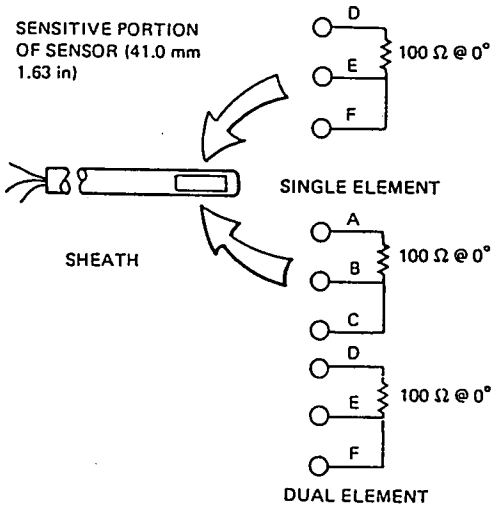

Figure 9. Single/Dual Element Wiring
1. Insert sensitive portion of sensor [89 mm (3.5 in) minimum] into a known temperature, such as an ice bath or room temperature (see Figure 9).